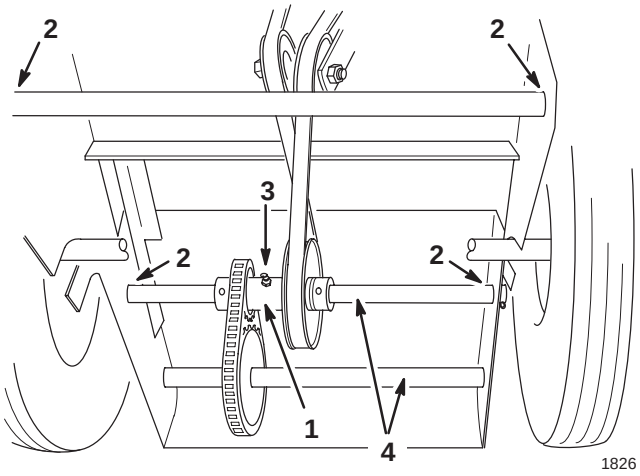

Bild 22
- wo sich die Vorderradstütze im Motorunterteil dreht (Bild 22).
- wo sich die Hinterrad-Antriebswellen im Motorunterteil drehen (Bild 22).
Schmieren Sie die hintere Mitlaufgruppe alle 25 Betriebsstunden mit Nr. 2 Allzweckschmierfett ein; häufiger bei staubigen oder sandigen Bedingungen (Bild 22). Pressen Sie Fett in die Nippel, bis das Fett beginnt, aus den Lagern auszutreten.